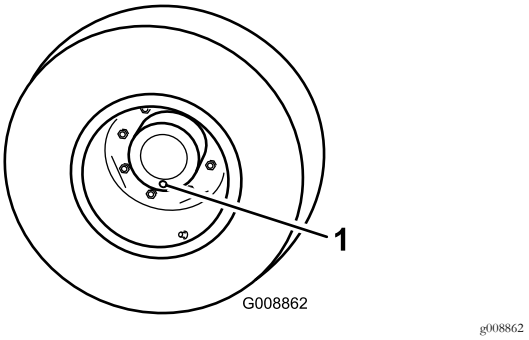

Figur 53
1. Ställ maskinen på ett jämnt underlag och placera hjulen så att en av kontrollpluggarna befinner sig i det lägsta läget (klockan 6) (Figur 53).